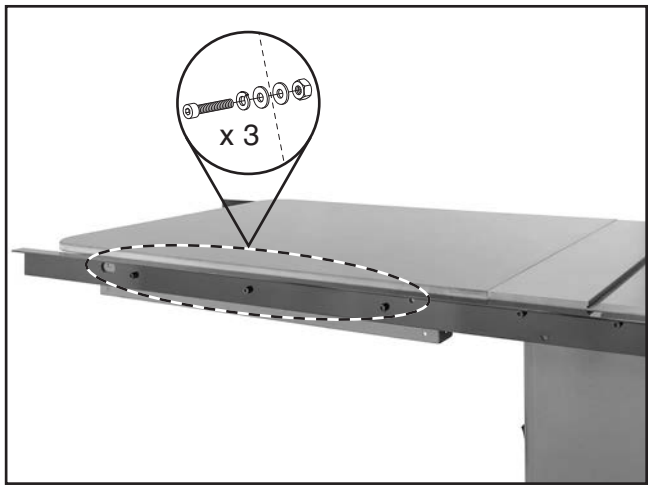

Figure 6. Rear rail/table fastener locations.
6. Fasten 79" rear rail to extension table with (3) M8-1.25 x 25 cap screws, (3) 8mm lock washers, (6) 8mm flat washers, and (3) M8-1.25 hex nuts, as shown in **Figure 6**. Finger tighten for now.